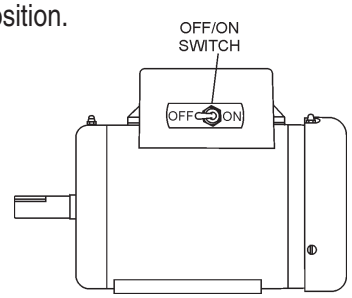

Figure 23. Electric Motor ON/OFF Switch (OFF Position)
1. Place the electric motor's ***ON/OFF*** switch (Figure 23) in the **OFF** position.